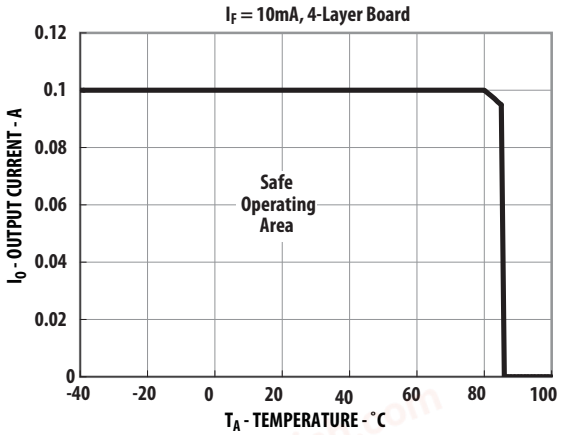

Figure 1. Maximum Output Current Rating vs Ambient Temperature (ASSR-4118-003E)
1. For derating, refer to Figure 1, 2, 3 and 4.
Figure 1, 2, 3 and 4 specify the maximum average output current allowable for a given ambient temperature. The maximum allowable output current and power dissipation are related by the expression Rss = Po(max)/(Io(max))^2 from which Rss can be calculated. Staying within the safe area assures that the steady state MOSFET junction temperature remains less than 125 °C.